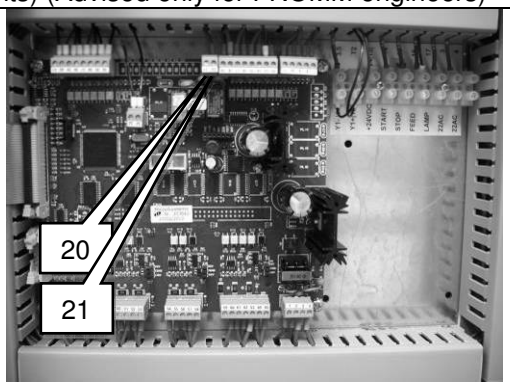

Fig. 2
- Change to manual mode (**Fig. 2**)